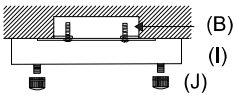

Fig 3
Step 2: Connect the fixture wires (E) to the house wires (G), black to live wire, white to neutral wire, green/yellow and green wire to ground wire. Wrap the connectors with electrical tape (H) separately.
Step 3: Spread apart the wires so that the live wires are on one side of the outlet box and the neutral wires are on the other side (Fig. 3).